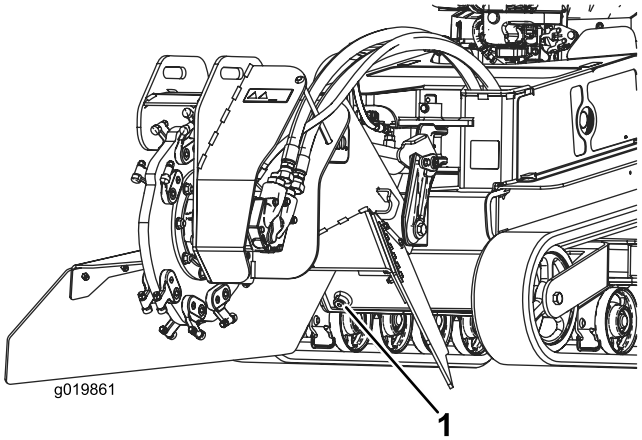

**Figur 61**
8. Ta bort hydraultankens avtappningsplugg och låt vätskan tömmas ut i kärlet (Figur 61).